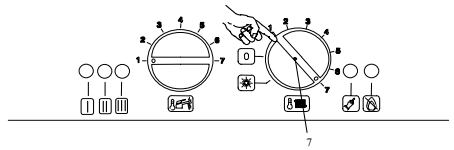

Fig. 6.6
2. Make sure that the function switch 7 is set to the position in Fig. 6.6 and that the timer selector switch and room thermostat, if fitted, is set to “heat demand".
2. Убедитесь в том, что преключатель 7 находится в положении, как указано на рис. 6.6, а программатор и комнатный термостат настроены на "запрос на отопление".